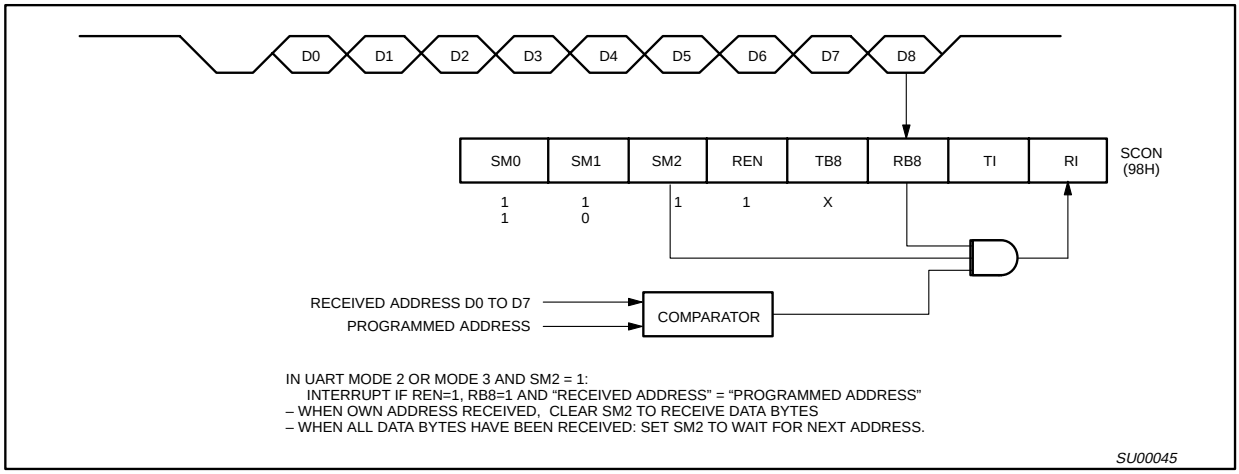

Figure 9. UART Multiprocessor Communication, Automatic Address Recognition
Automatic Address Recognition is a feature which allows the UART to recognize certain addresses in the serial bit stream by using hardware to make the comparisons. This feature saves a great deal of software overhead by eliminating the need for the software to examine every serial address which passes by the serial port. This feature is enabled by setting the SM2 bit in SCON. In the 9 bit UART modes, mode 2 and mode 3, the Receive Interrupt flag (RI) will be automatically set when the received byte contains either the “Given” address or the “Broadcast” address. The 9 bit mode requires that the 9th information bit is a 1 to indicate that the received information is an address and not data. Automatic address recognition is shown in Figure 9.